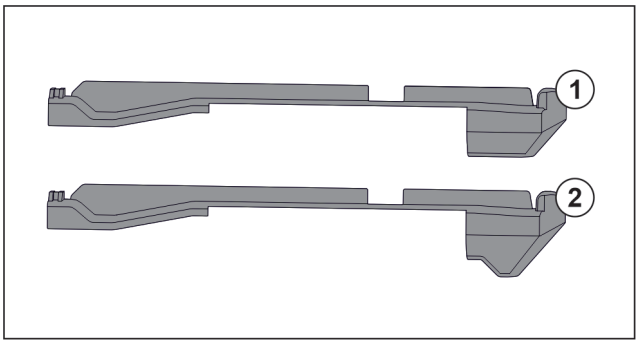

Fig. 141 Comparing attachments
There are two different attachments in the appliance. The attachment above the lowest drawer *Fig. 141 (2)* has a three-cornered edge. All other attachments *Fig. 141 (1)* have a straight edge.
▶ Fit attachment *Fig. 141 (2)* with the three-cornered edge above the lowest drawer.
▶ Fit attachment *Fig. 141 (1)* with straight edge in all other positions.